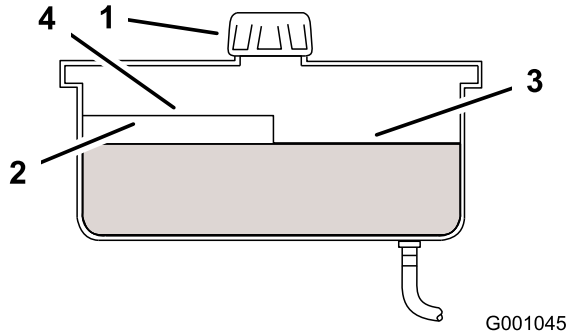

**Figure 59**
4. Nettoyez la surface autour du bouchon et du goulot de remplissage du réservoir hydraulique (Figure 59).
5. Retirez le bouchon du goulot de remplissage. Vérifiez le niveau d'huile à l'intérieur du réservoir. (Figure 59).
**Remarque:** Lorsque l'huile est chaude, elle doit atteindre le haut du repère “à chaud” sur le déflecteur (Figure 59).